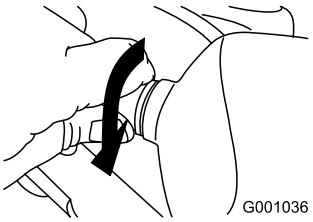

Figuur 56
5. Draai de voet van de lamp rechtsom tot hij vastzit (Figuur 56).